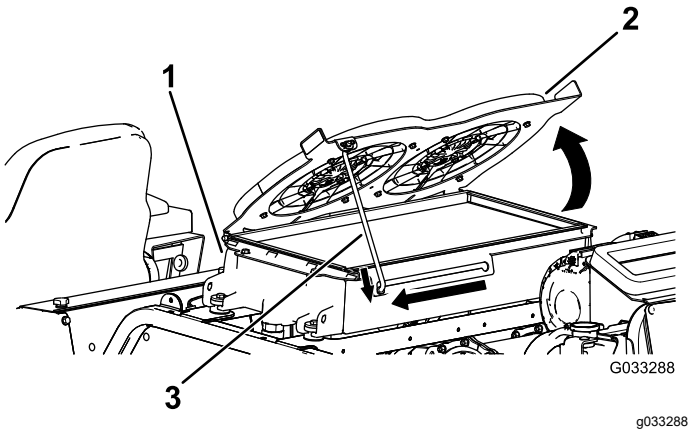

Figuur 121
2. Draai de hydraulische koelventilators naar boven en zet de steunstang vast in de inkeping (Figuur 121).